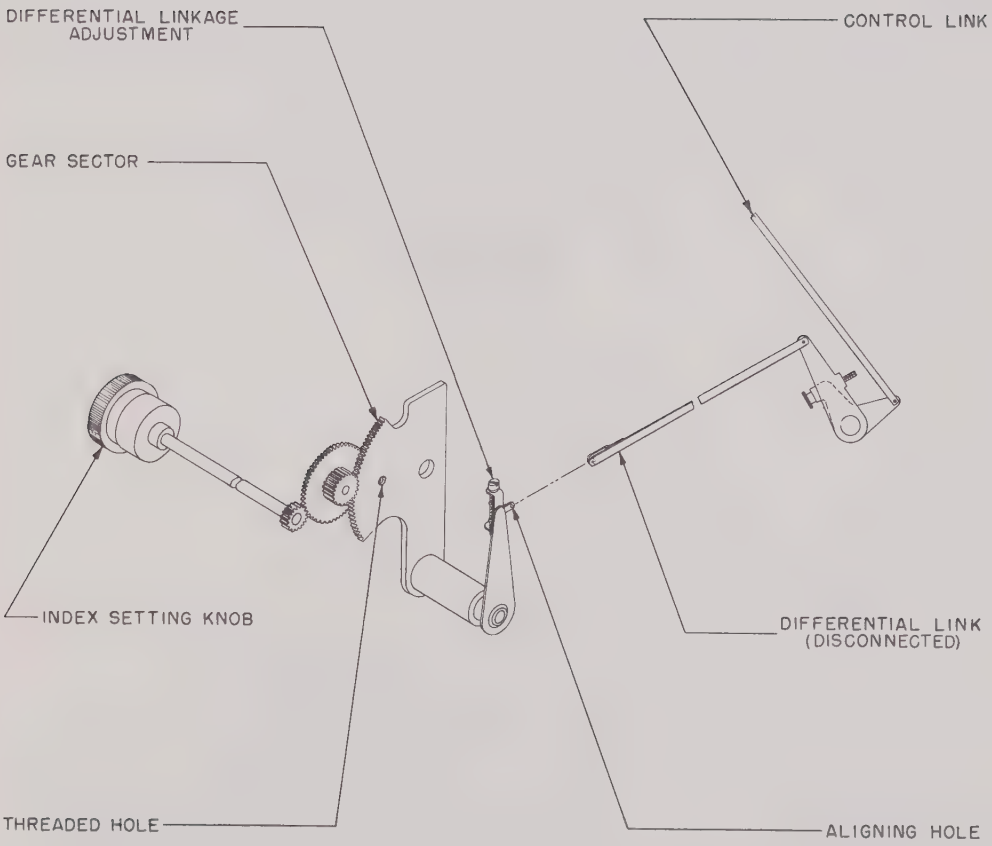

Figure 2. Differential Mechanism.
**j.** If it is not possible to obtain alignment of holes under any one of the conditions stated above, inspect assemblies shown in figure 2 and replace any parts suspected of being defective.